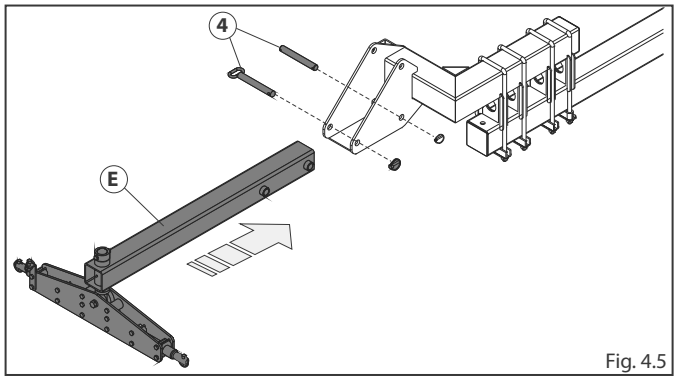

Fig. 4.5
- Fit the road transportation tow bar **E** securing it with the pins **4** (Fig. 4.5).